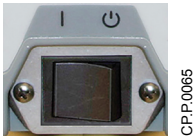

Figure 3-1 On/Standby switch
1. At the back of the INOmax DS_{IR} Plus, using the On/Standby switch (see Figure 3-1), turn on the INOmax DS_{IR} Plus and confirm that the speaker and buzzer sound in sequence.